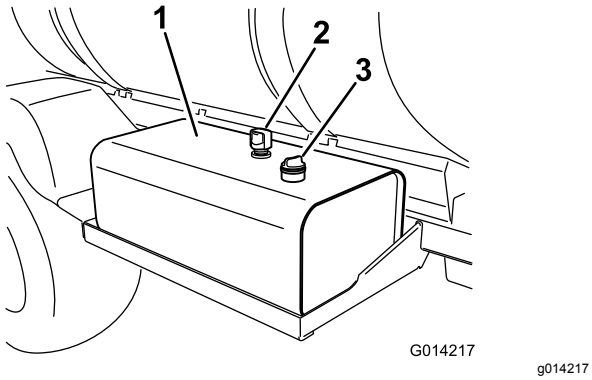

Figur 94
2. Rengör området runt hydraulvätsketankens oljesticksock och ta bort locket (Figur 94).